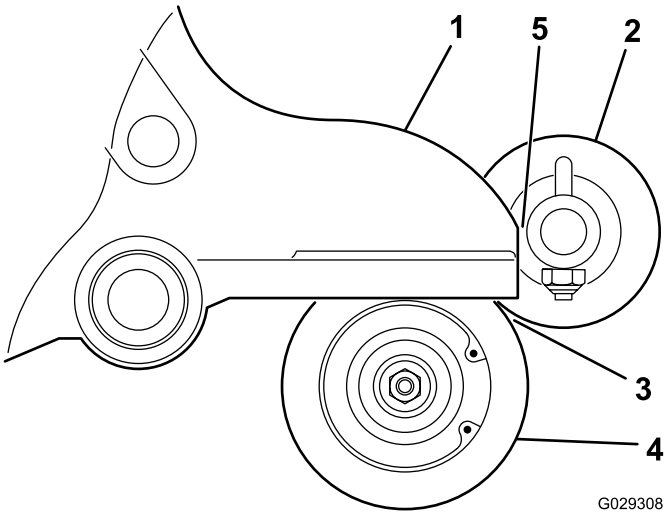

Figuur 14
16. Plaats de rolborstel zodanig dat hij de achterrol net raakt (Figuur 14).